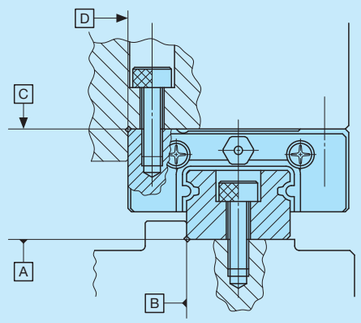

Fig. 2 Reference mounting surface and general mounting structure
❶Mounting surface, reference mounting surface, and general mounting structure
To mount ML(F) and LWL(F) series, correctly fit the reference mounting surfaces B and D (D_1 or D_2) of the slide unit and track rail to the reference mounting surfaces of the table and the bed, and then fix them tightly. (See Fig.2)